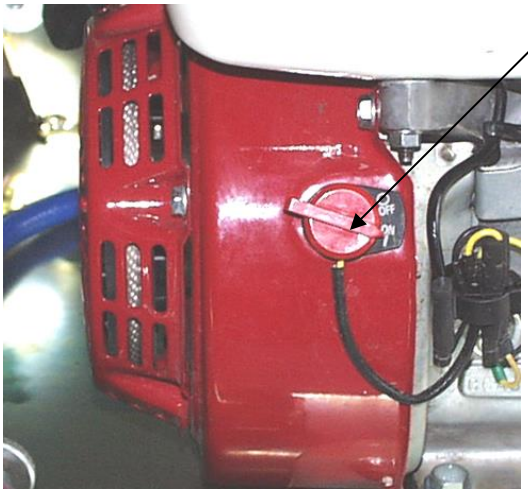

Figur 2
- Starthåndtaget sættes på ON (**figur 2**)